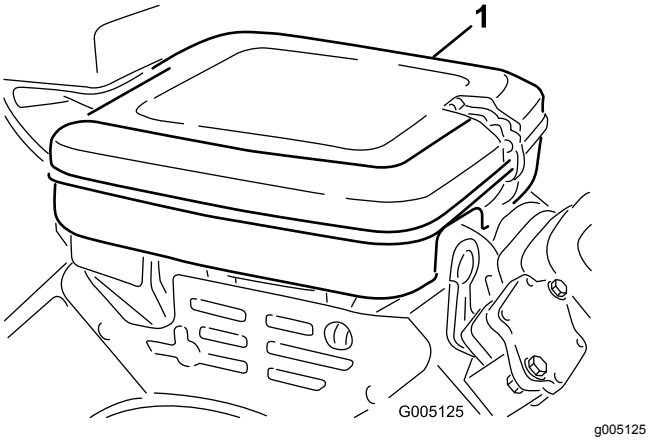

Figur 44
1. Lossa på låsklämmorna och ta bort luftrenarkåpan (Figur 44). Rengör kåpan ordentligt.